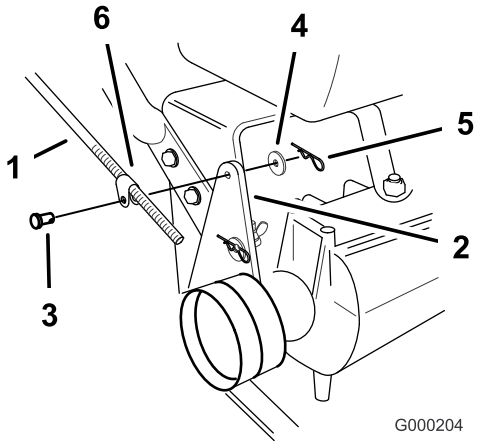

Figur 15
1. Ta bort hårnålssprinten, brickan och sprintbulten som håller fast styrstångsbeslaget vid mellandrevets fäste (Figur 15).